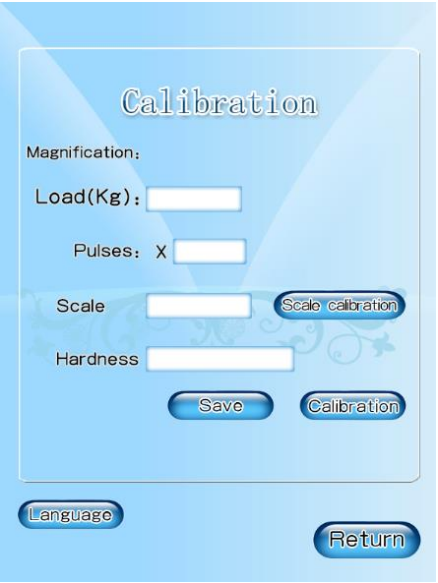

Рис. 5.7
5.3.2.2 Кликните в строку ввода данных , появится цифровая клавиатура, набираем 12345678, нажимаем «ОК», затем «Enter» (Ввод). См. рис. 5.7.